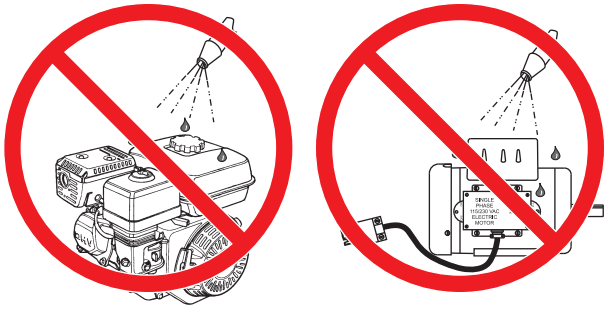

Figure 35. No Spraying of Water
10. ***NEVER!*** pour or spray water over the engine or electric motor (Figure 35).